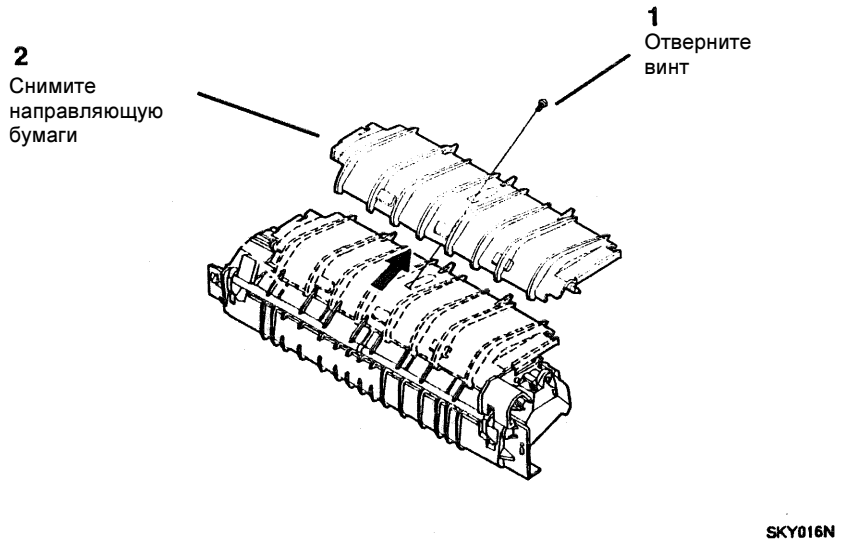

Рисунок 1. Снятие направляющей бумаги
4. (Рисунок 1): Снимите направляющую бумаги.